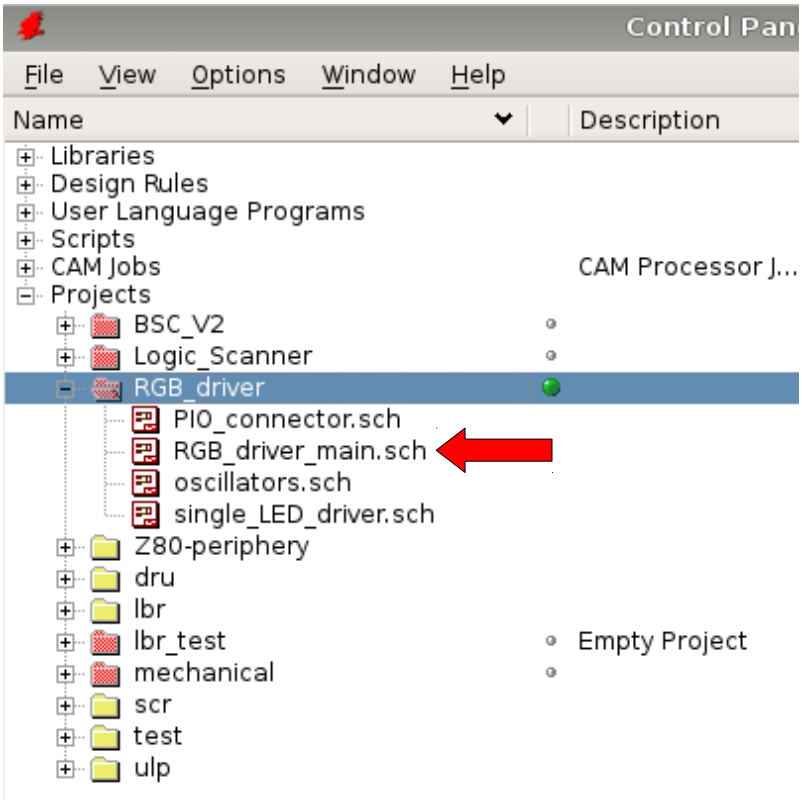

Figure 12: main module schematic
1) If not there already, in the project directory “RGB_driver” a new and empty schematic named “RGB_driver_main” is to create (see red pointer in Figure 12).